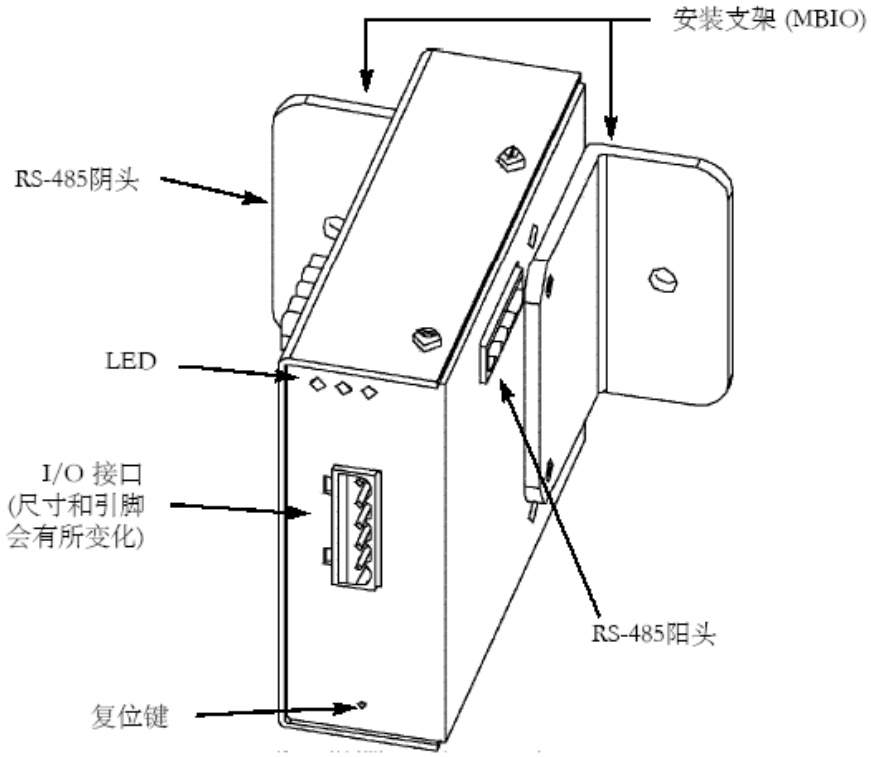
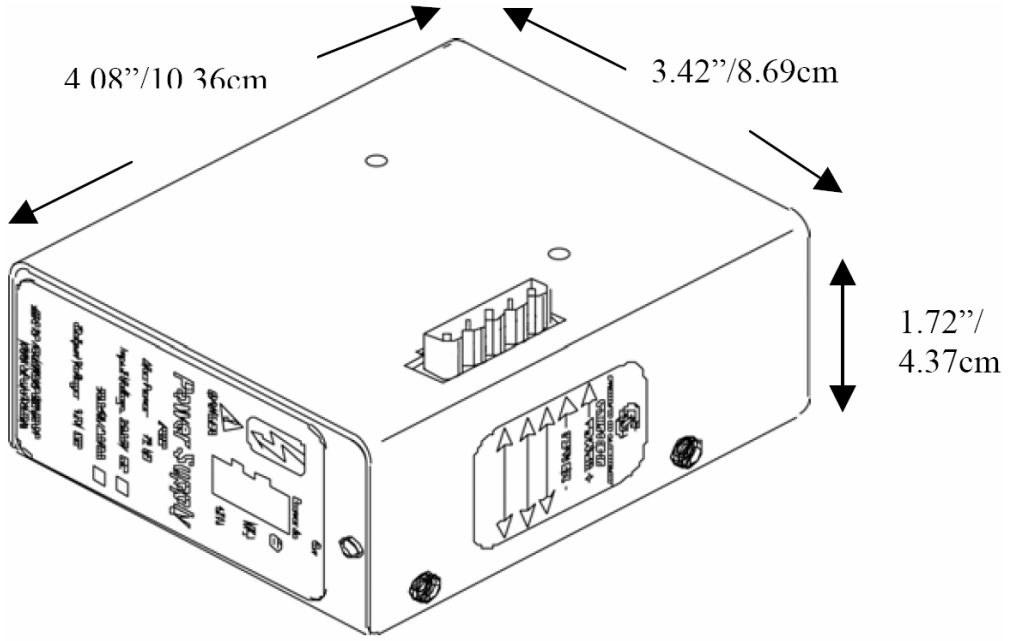

图 9.1：输出模块的组成
图 9.3：PSIO 电源模块（侧视图）
4) 把下一个输出模块的 RS485 母头插到这个模块的 RS485 公头上，并拧紧。然后依次继续安装其它模块（见图 9.1）。如果需要附加电源模块，把它安装在一组 4 个输出模块的最右侧（见图 9.3）。